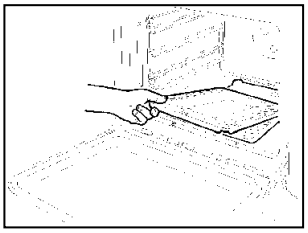

Fig 7
- Verwijder de bodemplaat in de binnenoven (Fig.7).
- Draai schroef **V** los en trek de brander voorzichtig van de houder zodat bougie en thermokoppel niet beschadigen. (Fig.7).